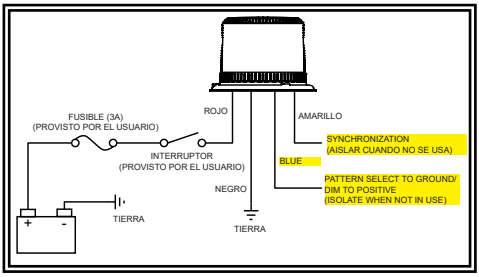

Figura 3
4. Conecte los cables de alimentación como se indica en la sección de cableado (vea la Figura 3).